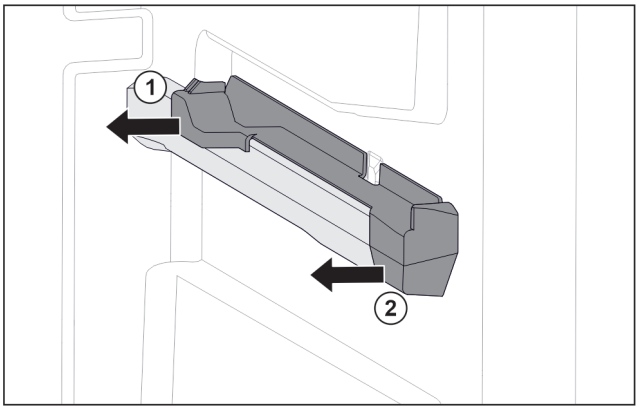

Fig. 194 Piesă de fixare pe nervura din dreapta a recipientului
▶ Scoateți piesa de fixare din spate în lateral. *Fig. 194 (1)*
▶ Scoateți piesa de fixare din față în lateral. *Fig. 194 (2)*